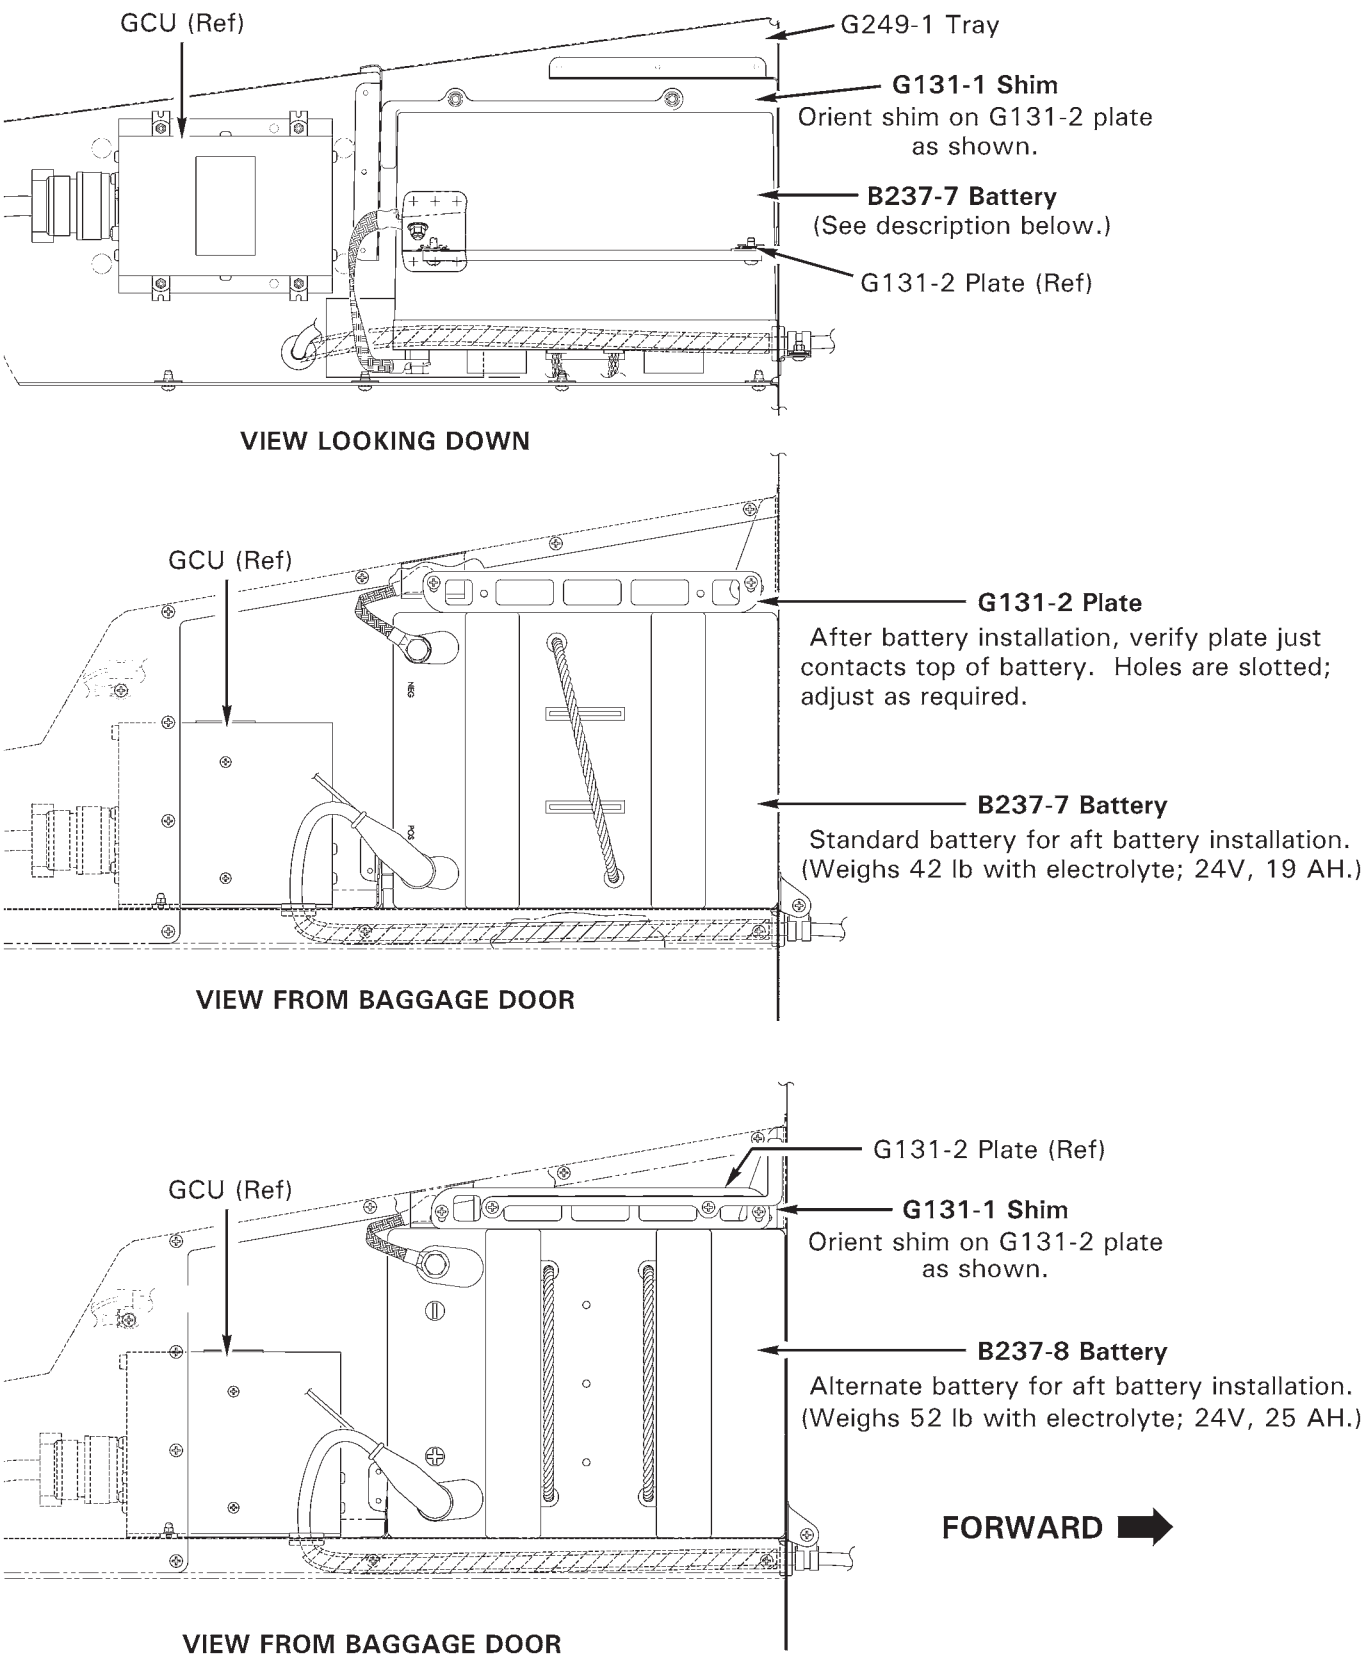

FIGURE 96-1 LEAD-ACID (AFT) BATTERY INSTALLATIONS
2. Open baggage compartment door. Refer to Figure 96-1.